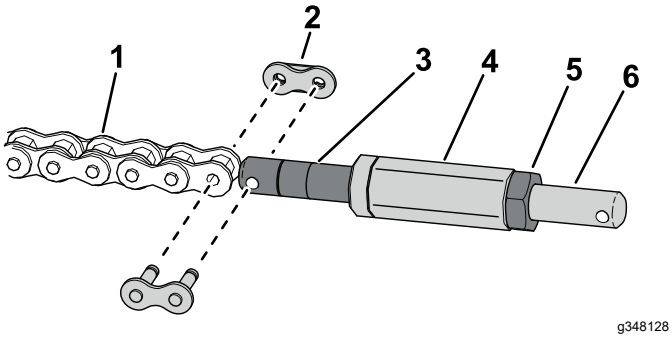

Figur 3
3. Använd en kedjelänk för att montera kedjan på kedjespännmuttern (Figur 3).
4. Montera sexkantsaxeln på kedjespännmuttern (Figur 3).
5. Använd en kontramutter för att montera kedjelänksspännmuttern på sexkantsaxeln (Figur 3).